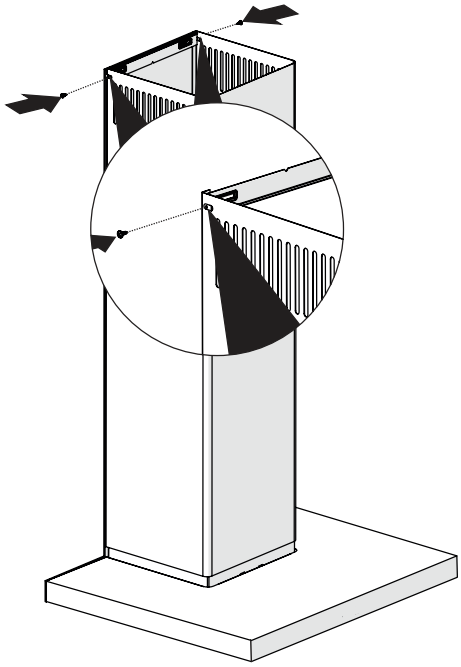

Abb. 15
- Verschrauben Sie den Innenschacht rechts und links an dem Verbindungsblech (Abb. 15).